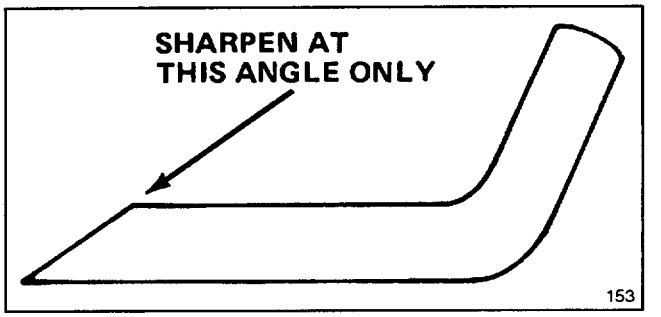

Figure 15
5. SHARPENING BLADE—Using a file, sharpen top side of blade (side facing mower housing) and maintain original cutting angle (Fig. 15). The blade will remain balanced if the same amount of material is removed from both cutting edges.